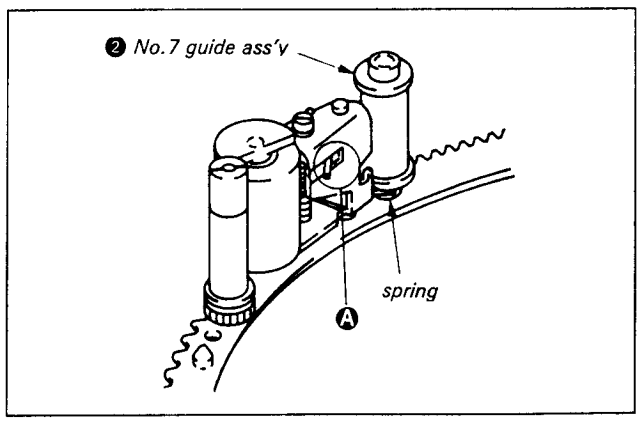

Fig. 7-24.
4) Place the spring on No. 7 guide assembly ❷. At this time, check that the spring is hooked on section Ⓐ. (See Fig. 7-24.)